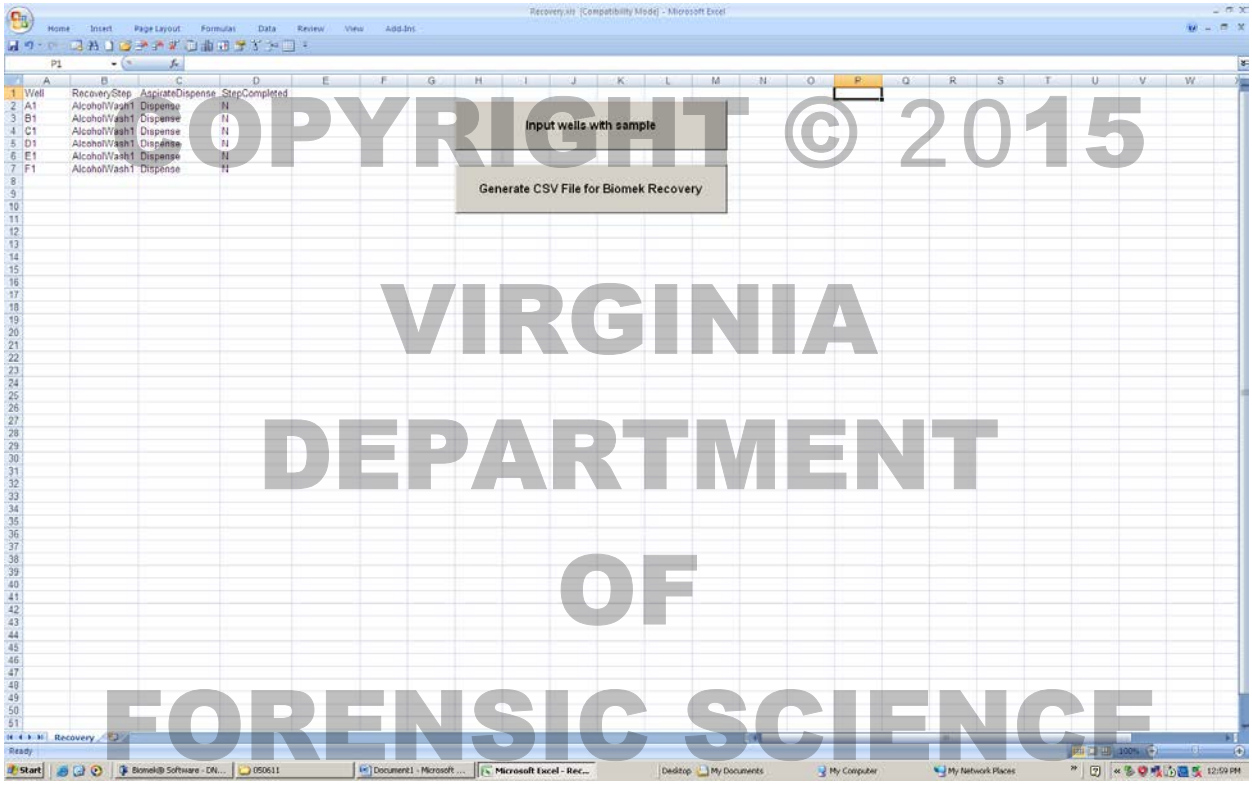

Figure 7. Recovery.xls worksheet for entering the conditions for the recovery run.
2.3.3.2 The “Recovery.xls” file (shown in Figure 7) will be opened next by the software.
2.3.3.2.2 Choose the “RecoveryStep”, “AspirateDispense”, and “StepCompleted” conditions (shown as column headers in Figure 7) to set the starting point for the recovery method for **EACH** well with sample (See Table 1).